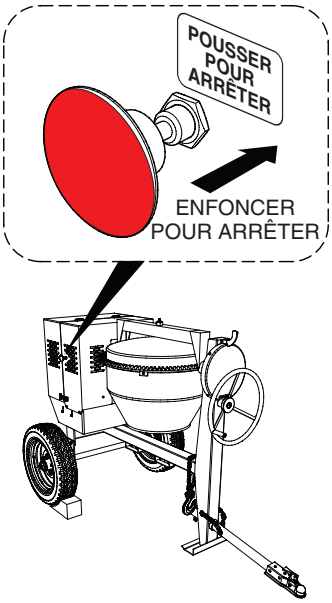

Figure 27. Bouton de démarrage/arrêt (Position d'arrêt)
2. Pousser le bouton de **démarrage/arrêt** du moteur (Figure 27) vers l'intérieur pour arrêter le moteur.